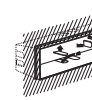

fig. 4
- Inserire la lampada nel portalampada **(fig. 4)**.
- Insert the lamp in the lamp holder **(fig. 4)**.
- Insérer la lampe dans la douille **(fig. 4)**.
- Die Lampe in die Fassung einsetzen **(Abb. 4)**.